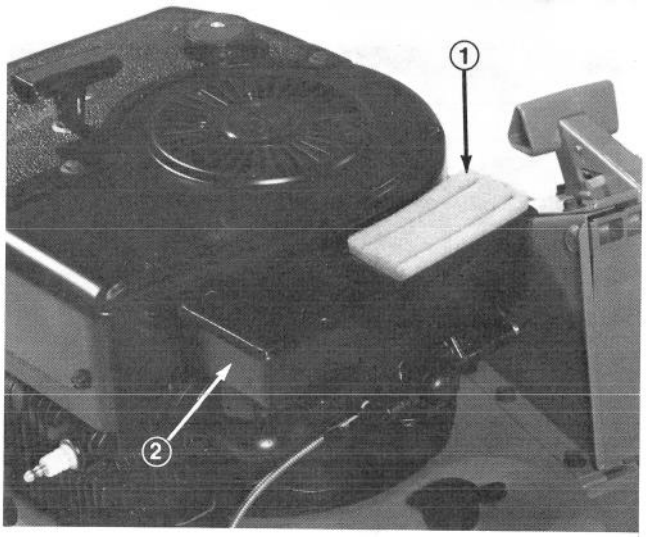

Bild 24
1. Tag bort locket på luftrenaren och rengjör (Bild 24).
2. Kontrollera filtret (Bild 24). Vid behov borttag och rengjör.
D. Placera filtret i luftrenaren (Bild 24).